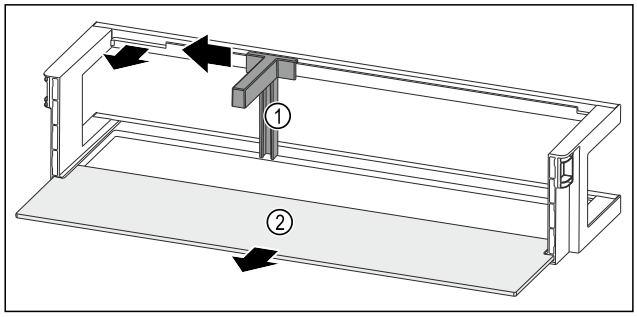

Fig. 149 Ajtópolc palacktartóval és tárolólappal
- ▶ A mélyedésig tolja oldalra a palacktartót *Fig. 149 (1)*.
- ▶ Vegye ki a palacktartót *Fig. 149 (1)*.
- ▶ Vegye ki a tárolólapot *Fig. 149 (2)*.